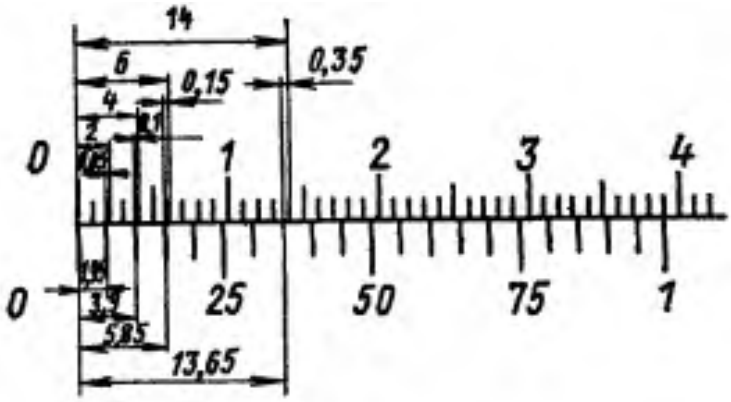

Рис. 7. Чтение показаний штангенциркуля ШЦ- II
b) при отсутствии просвета между губками для наружных измерений или при большом просвете (не более 3 мкм) нулевые штрихи штанги и нониуса при сдвинутых губках должны совпадать. Положение шкалы штангенциркуля и нониуса штангенциркуля ШЦ-II величиной отсчета 0,05 мм показано на рис. 7.